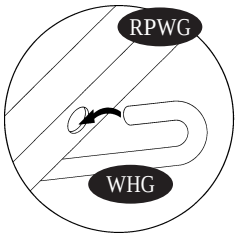

Fig.1
20. Insert the Hook (WHG) to the Roof Panel Window (RPWG) see fig. 1.